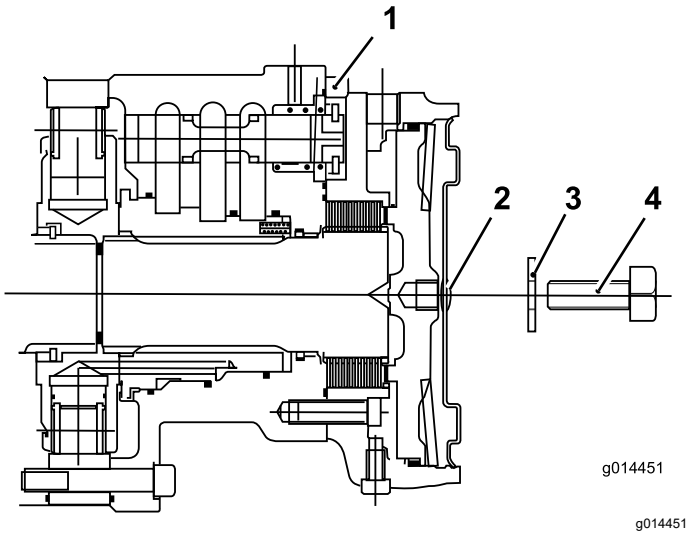

Figur 39
1. Fjern bolten (12 x 40 mm) og skiven (12 mm) fra hullet midt på motorendeplaten (Figur 39).